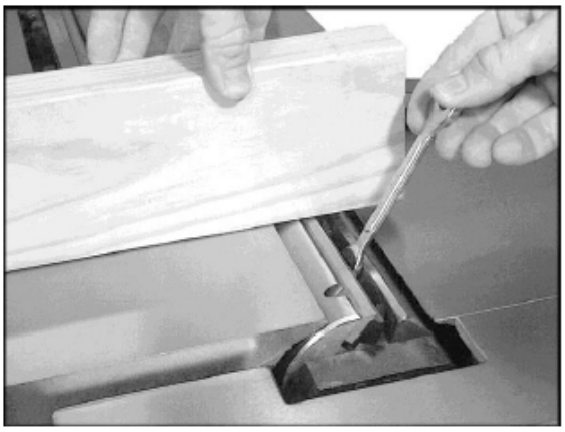

Рис. 25 (строгальный вал с прямым расположением ножей)
16. Надавите на нож краем доски, чтобы он уперся в нажимной винт. См. Рис. 25. Затяните винты прижимных планок ровно настолько, чтобы ножи удерживались на своих местах на валу. Не затягивайте винты полностью.